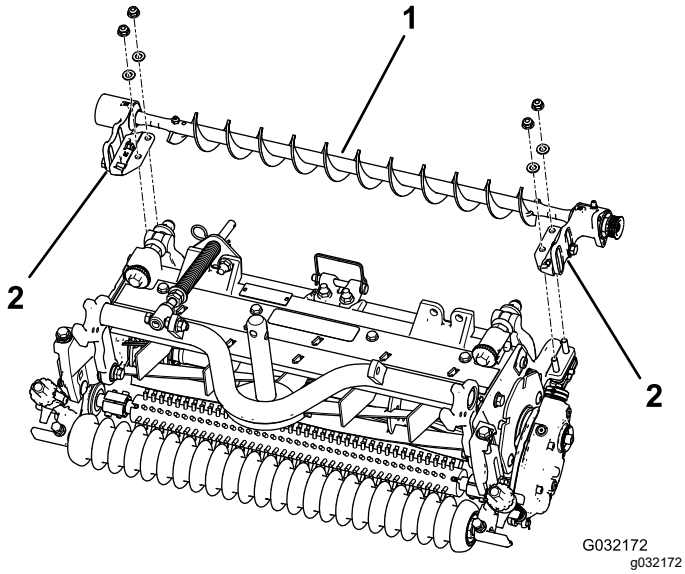

图 7
4. 将左侧或右侧的滚筒刷组件安装支架固定到滚筒支架螺栓上图 7。